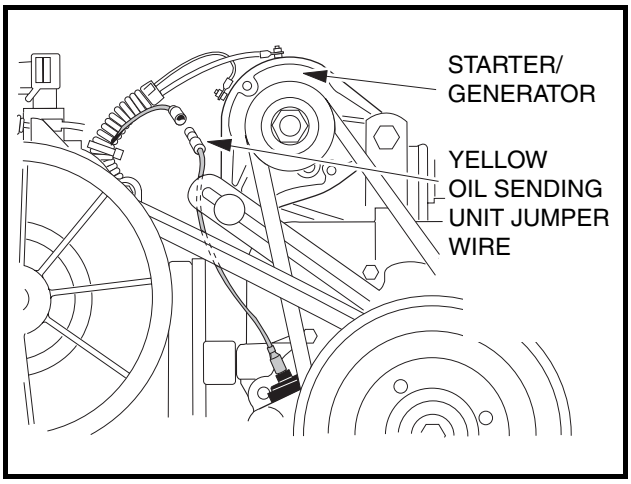

Figure 16-17 Oil Level Sensor Jumper Wire
4.9. Disconnect the engine oil level sensor wire (18-gauge yellow) at the connector just to the rear of the starter/generator) **(Figure 16-17, Page 16-10)**.